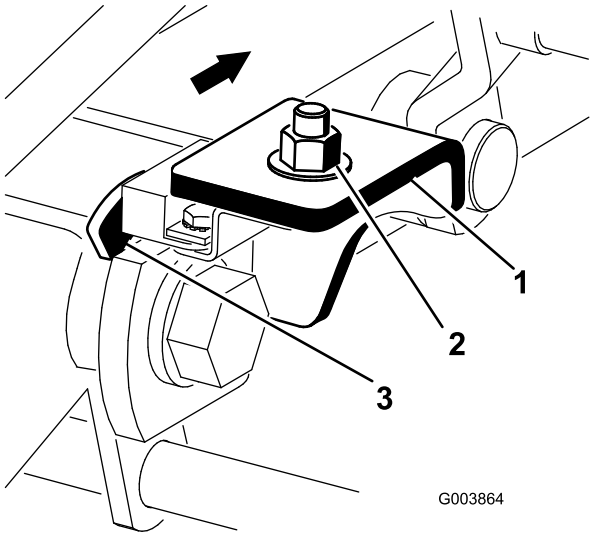

**Figuur 14**
2. Draai de moer op de rijtuigbout los waarmee de beugel van de schakelaar van de hefarm is bevestigd aan de Nr. 4 hefarm (links voor) (Figuur 14).